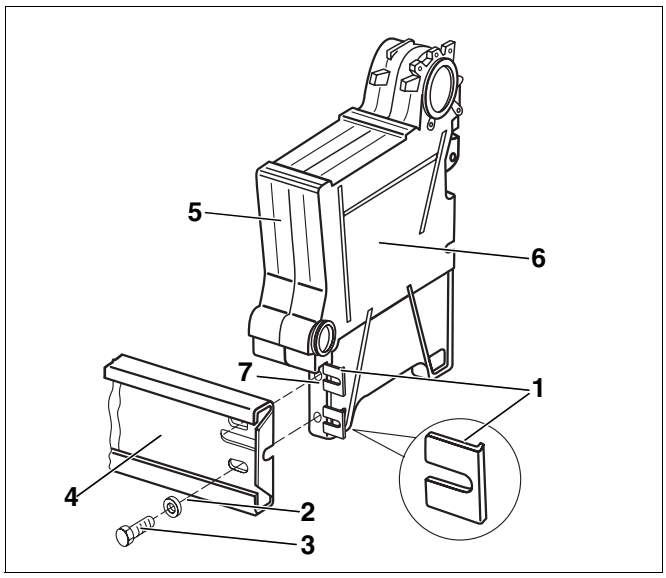
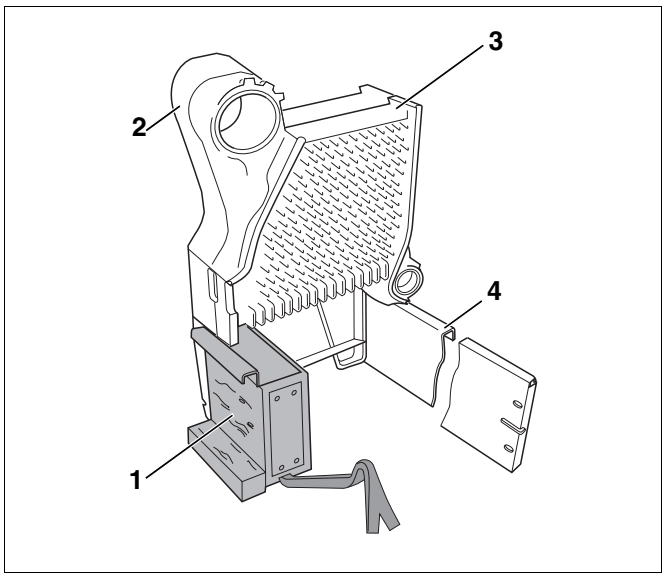

Afb. 13 Bodemrails monteren
Afb. 14 Ketelelementen met gemonteerde montagehulp
- Plaats de schoen voor de elementvoet (afb. 13, **pos. 1**) op de voet van het eindelement (afb. 13, **pos. 7**).
- Schroef de bodemrails (afb. 13, **pos. 4**) met de zeskantbouten M8 x 30 (afb. 13, **pos. 3**), de vulringen (afb. 13, **pos. 2**) en de moeren aan de voet van het eindelement (afb. 13, **pos. 7**).
Het gedeeltelijke ketelblok (het eindelement (afb. 13, **pos. 6**) en het eerste middenelement (afb. 13, **pos. 5**)) moeten tijdens het samennippelen gesteund worden, zodat ze niet kunnen omvallen. Maak voor het ondersteunen van het gedeeltelijke ketelblok gebruik van een montagehulp (afb. 14, **pos. 1**, pagina 18).
De montage van het ketelblok wordt hier met een montagehulp gedemonstreerd (afb. 14, **pos. 1**).
- Plaats het eindelement (afb. 14, **pos. 2**) met het eerste middenelement (afb. 14, **pos. 3**) op het fundament en kantel het een beetje.
- Schuif de montagehulp (afb. 14, **pos. 1**) onder de ketelelementen en zet de ketelelementen voorzichtig neer.